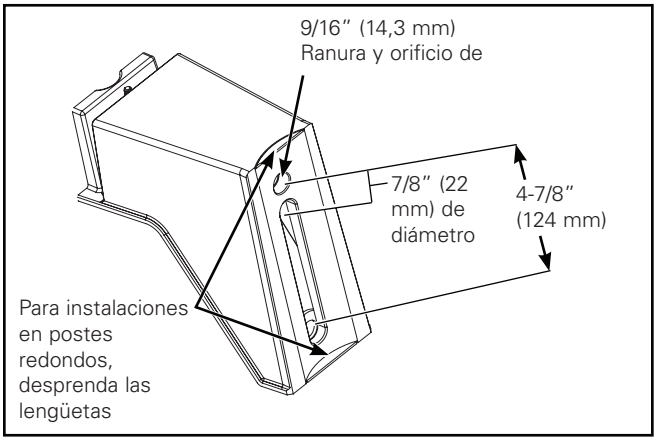

Figura 1.
Brazo para montaje en poste (Figura 1. - Figura 5.)
1. El brazo para montaje en postes está diseñado para un poste cuadrado o redondo. Para instalar la luminaria en un poste redondo se deberán retirar las lengüetas troqueladas del brazo de montaje. Sujete la lengüeta troquelada con unas pinzas y despréndala. (Figura 1.)